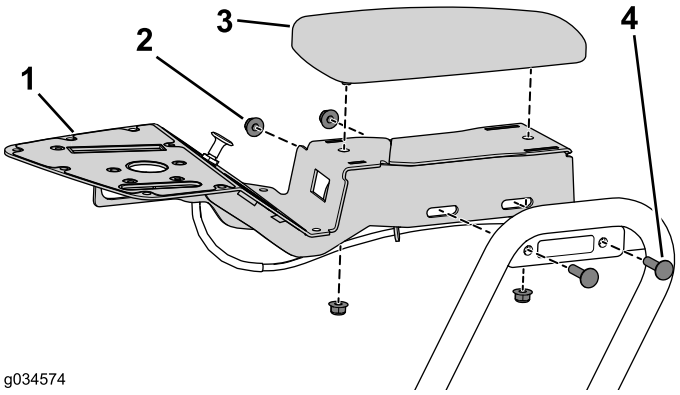

Bild 14
1. Entfernen Sie die zwei Schlossschrauben und Bundmuttern, mit denen das Bedienfeld an der Bedienfeldhalterung befestigt ist (Bild 14).
2. Entfernen Sie die zwei Bundmuttern, mit denen die Armlehne am Bedienfeld befestigt ist (Bild 14).